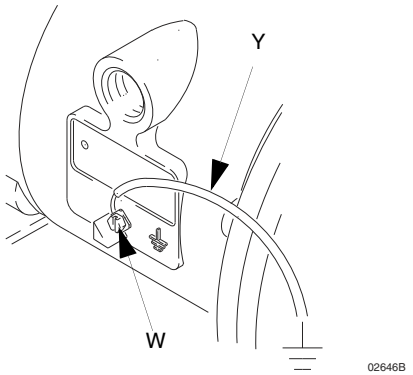

FIG. 1
- *Pompa*: Collegare un filo di terra e un morsetto come illustrato nella fig. 1. Allentare la vite di terra (W). Inserire un'estremità di un filo di terra (Y) di minimo 1,5 mm² (12 ga) dietro la vite di terra e serrare la vite saldamente. Collegare l'estremità del morsetto del filo di terra a una terra efficace. Ordinare il n. parte 238909 - filo di messa a terra e pinza.